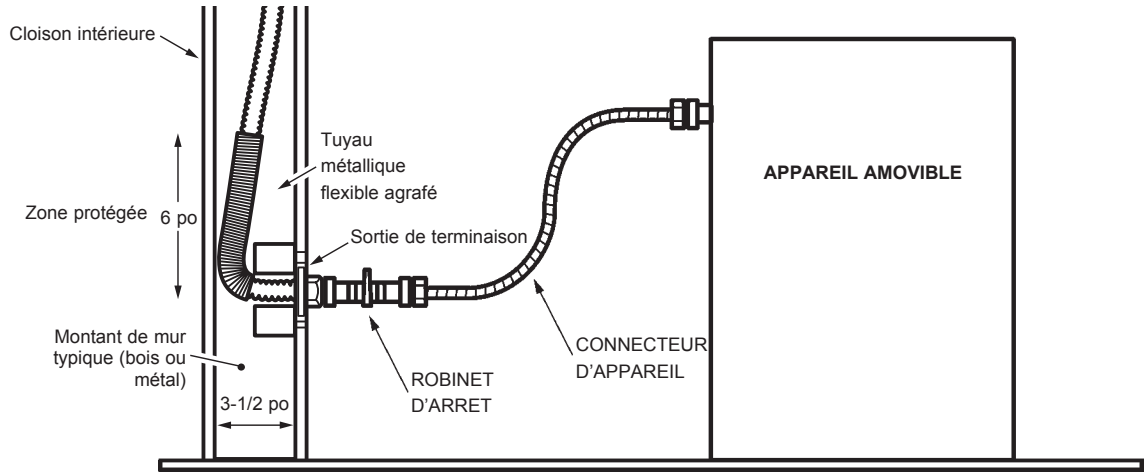

Figure : 4-15 Raccordement d'un connecteur de gaz en acier inoxydable à un appareil à gaz amovible
1. LES RACCORDEMENTS À DES APPAREILS AMOVIBLES (COMME LES GAZINIÈRES ET LES SÉCHEUSES) DOIVENT ÊTRE FAIT À L'AIDE DE CONNECTEURS POUR APPAREILS MÉNAGERS FLEXIBLES APPROUVÉS. (Voir Figure : 4-15). Voir également le boîtier mural encastré à la page suivante.